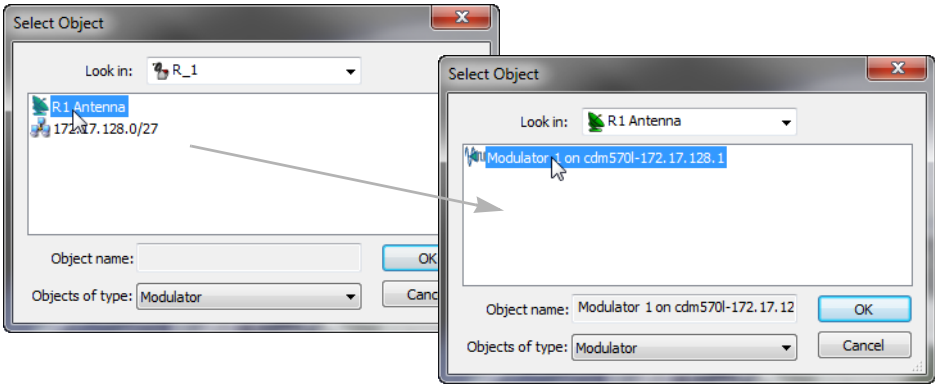

Figure 3-64 Select Remote Modulator
7. In the Select Object window that opens, double-click on the **Antenna** icon for this Remote site to view the associated mods (figure 3-64).